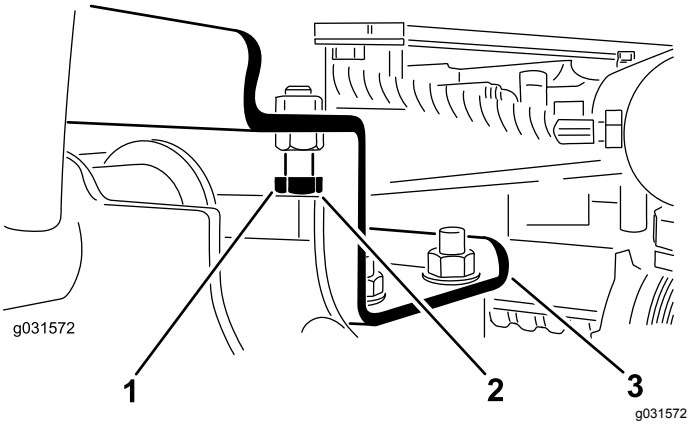

Figur 12
A. Flytta stoppbultarna bakåt (Figur 12).
2. Kontrollera att spelet mellan varje lyftarm och stoppbult är 0,13–1,02 mm. Se Figur 12.